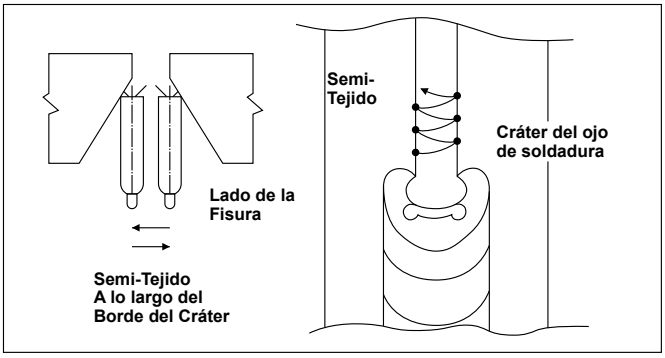

Fig. 4 — La técnica del ojo de cerradura
(1) Use la técnica del ojo de cerradura. Justo después de obtener el arco golpeando la cara de fisura, controle el baño de fusión para formar el cráter del ojo de la cerradura: luego manipule el electrodo a lo largo del borde del ojo de la cerradura usando la técnica de semi-tejido — Fig. 4.
(4) Limar o pulir ambos terminales, de inicio y final de los cordones de soldadura anteriores, para asegurar una junta suave de cordones de soldadura con las soldaduras subsiguientes.
(5) Cuando se esté uniendo los cordones de soldadura, comenzar el arco en el cordón anterior, y exponer el arco en el ojo de la cerradura para asegurar una mejor fusión: luego siga el mismo procedimiento que en la Fig. 4.